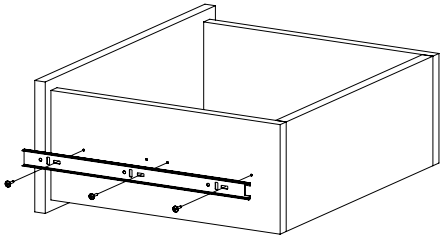

Рис.9
8. Внутренние планки телескопических направляющих закрепить на деталях 4, 5 шурупами 3,5х16 (Рис. 9). С помощью шурупа 4х40 прикрутить ручку на деталь 8.